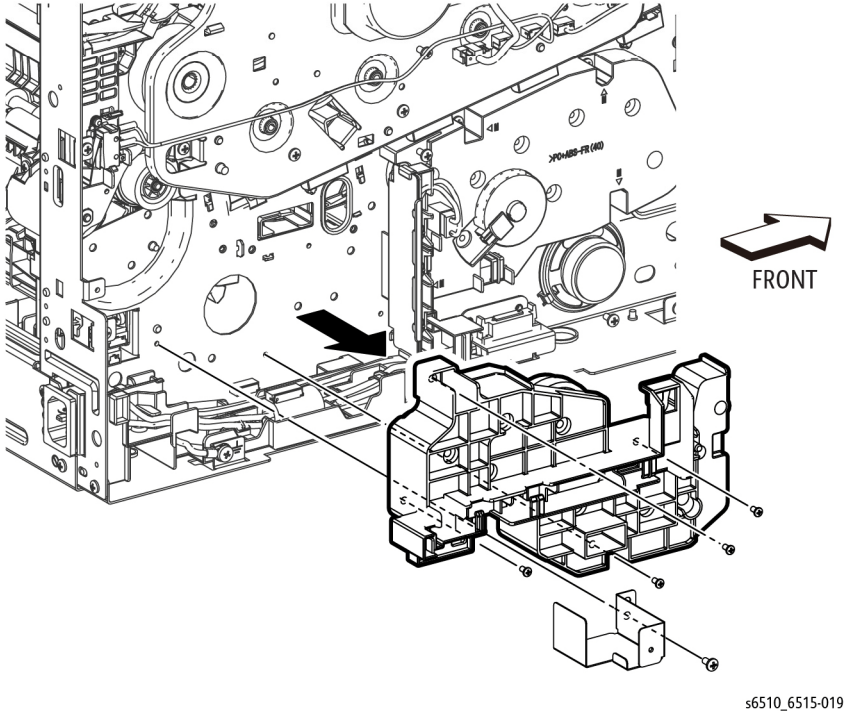

Figure 2 Remove the MCU Plate, Bracket, and PH Drive Assembly
13. Refer to Figure 2 to remove the one screw (silver, M3x6mm) and remove the Bracket as shown.
14. Refer to Figure 2 to remove the four screws (silver, M3x6mm) attaching the PH Drive Assembly and remove the assembly.